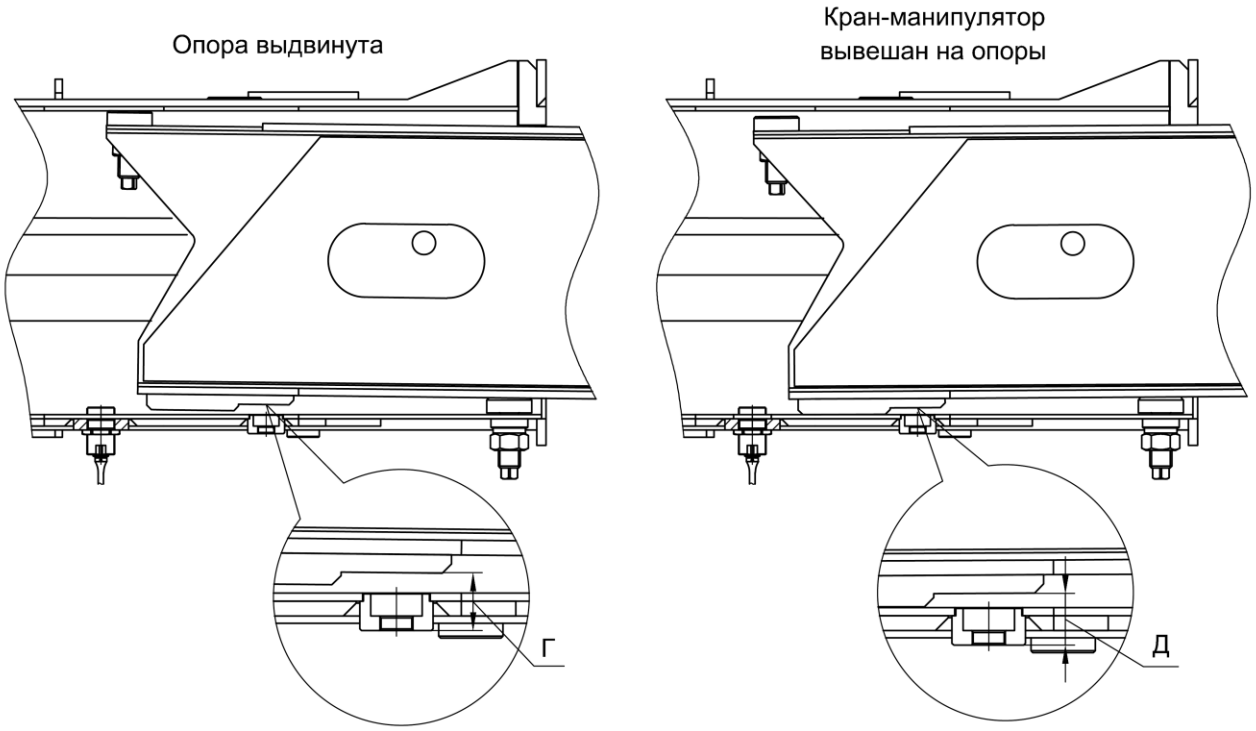

Рисунок 2 – Измерение зазора
(Рисунок 2);
– через отверстие штангой глубиномера штангенциркуля замерить расстояние Д (Рисунок 2);